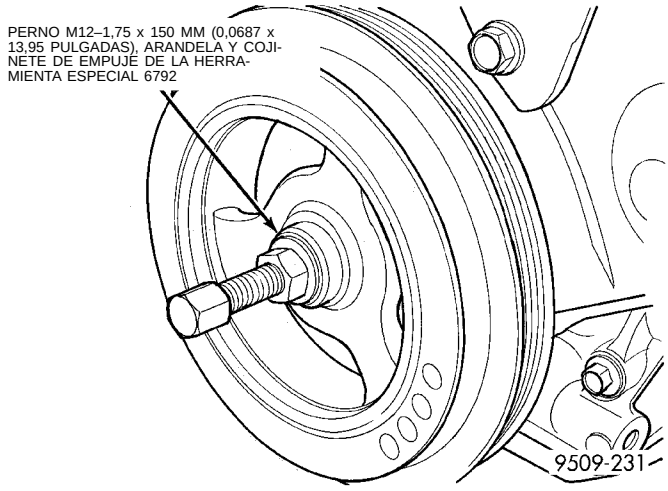

Fig. 37 Amortiguador del cigüeñal—Instalación
(1) Instale el amortiguador del cigüeñal utilizando un perno M12-1,75 x 150 mm (0,0687 x 13,95 pulgadas), arandela, cojinete de empuje y tuerca de la herramienta especial 6792. Instale el perno del amortiguador del cigüeñal y apriete con una torsión de 142 N·m (105 lbs. pie) (Fig. 37).
(2) Instale las correas de transmisión de accesorios. Para informarse del procedimiento, consulte el Grupo 7, la sección de la Transmisión de accesorios del sistema de refrigeración.
(3) Eleve el vehículo en un elevador e instale el zócalo interno derecho.